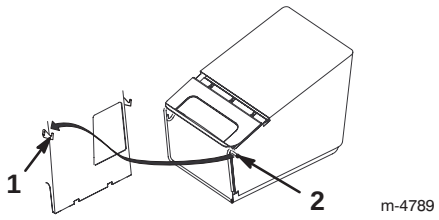

Figura 14
4. Agganciate i perni del telaio del raccoglitore sui ganci, come illustrato nella Figura 14.
4. Sollevate il raccoglitore e togliete i perni dai ganci, come illustrato nella Figura 14.